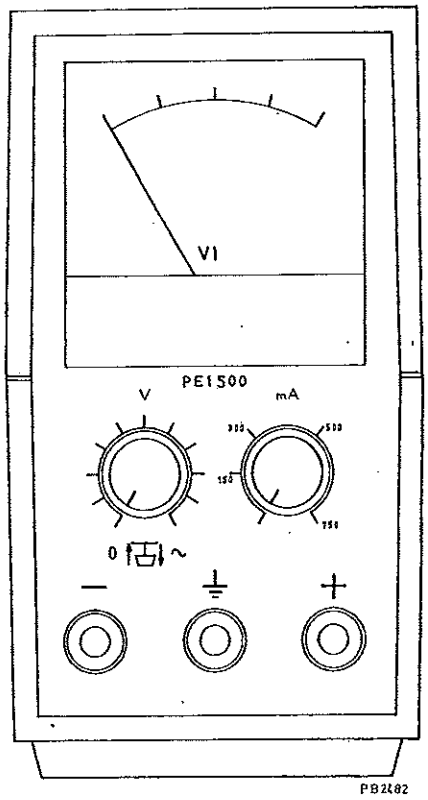

Fig. 1
Le circuit à alimenter peut être mis à la masse par la borne de sortie (marquée "⏚", fig. 1) située sur la face avant de l'appareil.
La tension de sortie est prélevée entre les bornes "+" et "-" de la face avant de l'appareil. La borne "+" comme la borne "-" peut être reliée à la terre par la borne de sortie marquée "⏚" (fig. 1).
D. UTILISATION (voir fig. 1)